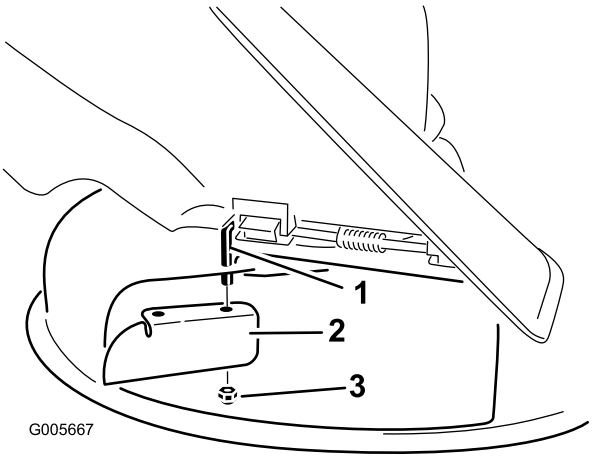

Figur 26
6. Monter græsafskærmningen på den frilagte drejestang (Figur 26). Brug den eksisterende tynde møtrik (3/8 tomme) til at fastgøre skærmen til plæneklipperen.
2. Fjern græsafskærmningen fra maskinen (Figur 26).